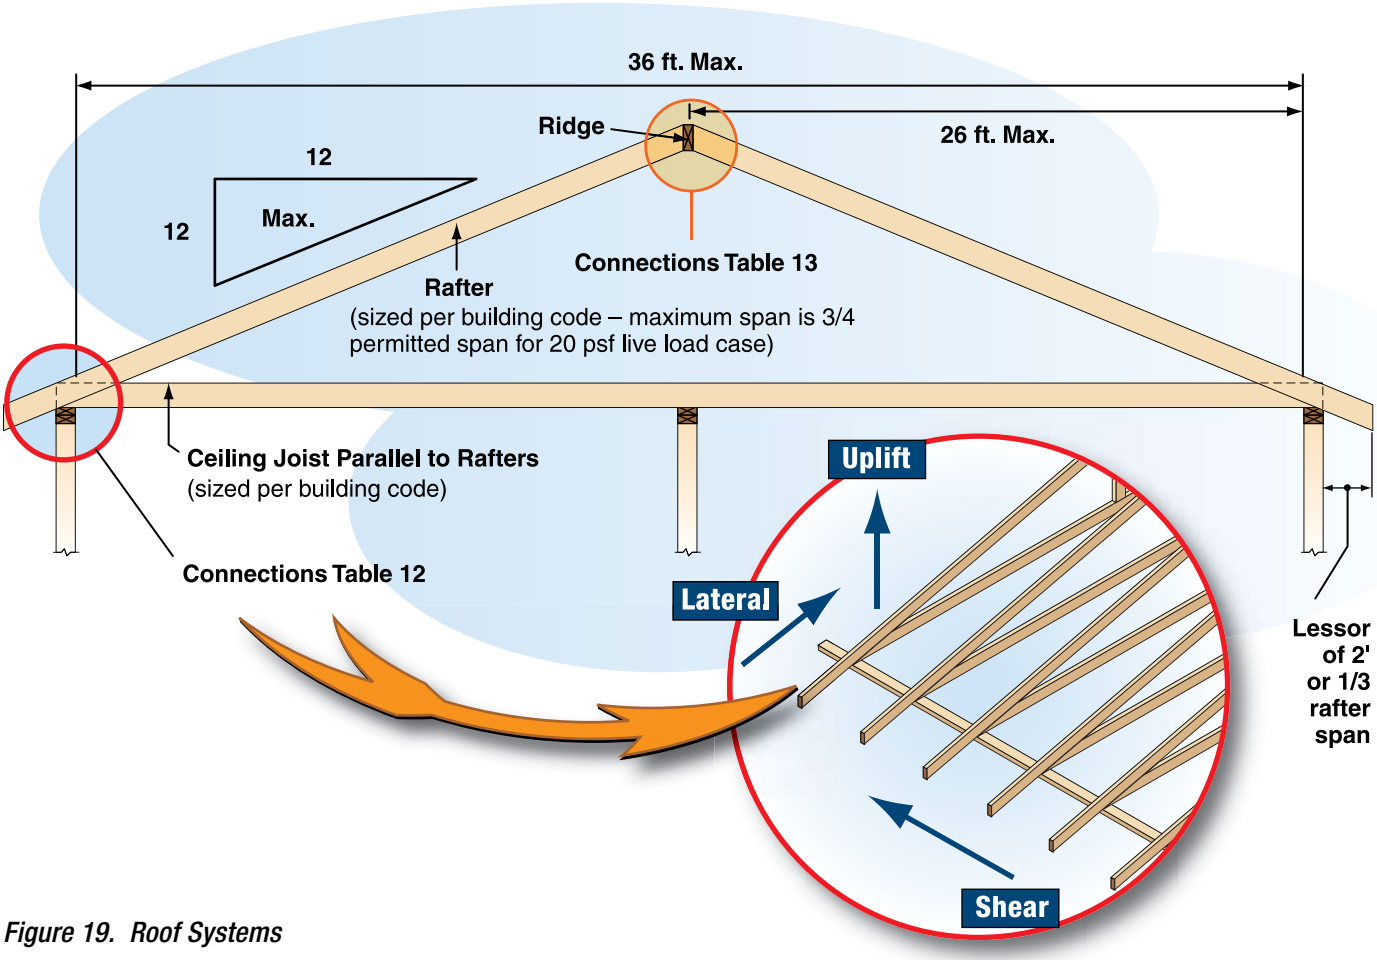

Figure 19. Roof Systems
- **Framing Member Span.** Roof framing spans shall not exceed 36 feet (See Figure 19).
- **Rafter Overhangs.** Rafter overhangs shall not exceed the lesser of one-third of the rafter span or 2 feet (See Figure 19).
Rafter. A horizontal or sloped structural framing member that supports roof loads (See Figure 19).